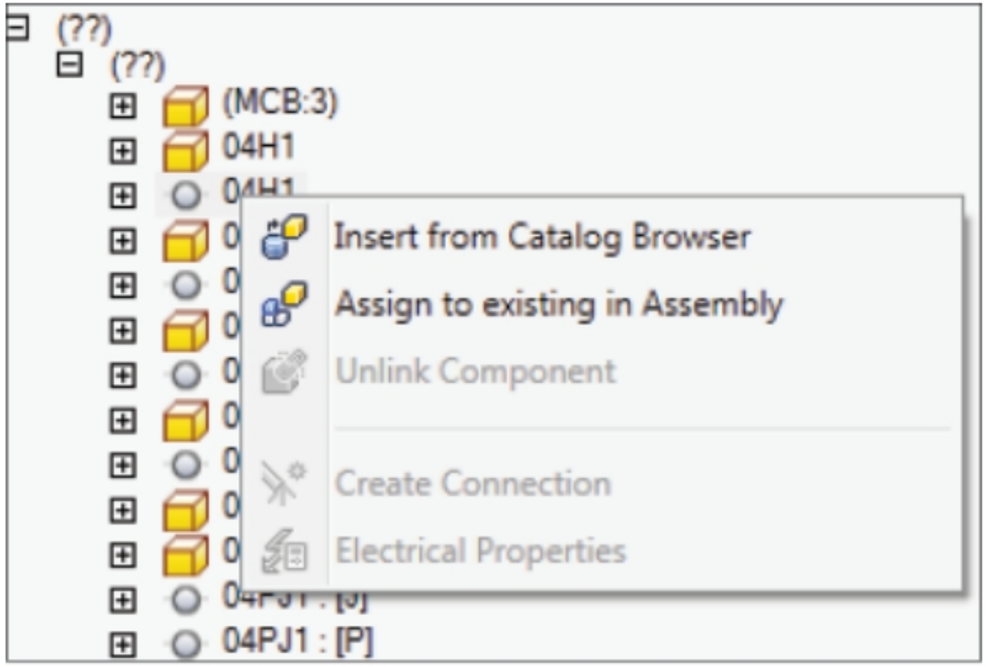

Figure-16. Shortcut menu for linking file
- To link the electrical component to the Autodesk Inventor component, right-click on desired electrical only component. A shortcut menu will be displayed as shown in Figure-16.